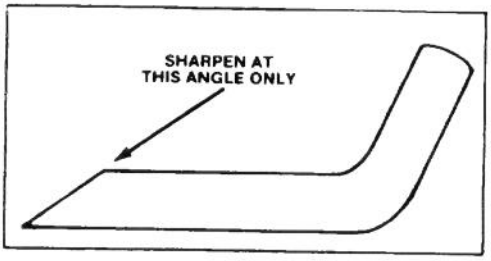

Figure 21
6. SHARPENING BLADE – Using a file, sharpen top side of blade and maintain original cutting angle (Fig. 21) the blade will remain balanced if same amount of material is removed from both cutting edges.